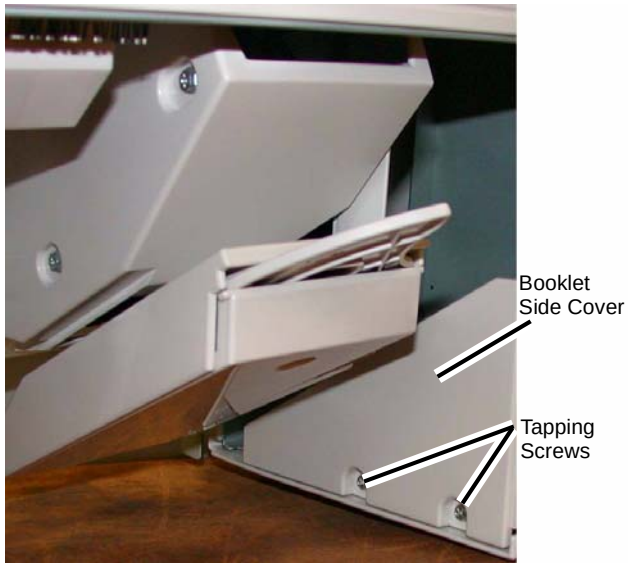

Figure 1 Removing the Booklet Side Cover
(1) Remove the Self-tapping Screws (2) (Figure 1).
(2) Remove the Booklet Side Cover.